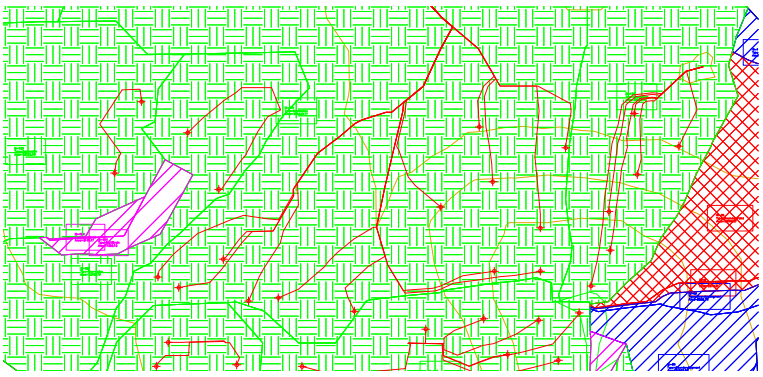

Figure 4-47 *Polyline and markers displaying the path of water flow*
8. Zoom in the bottom of the surface and click at different locations; the polylines and markers are displayed, as shown in Figure 4-47.